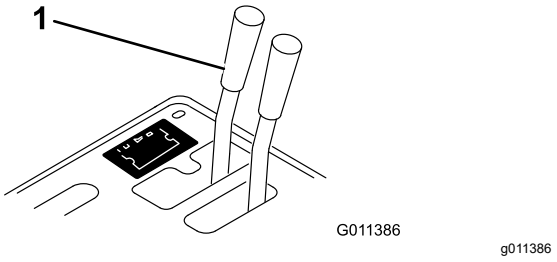

**Figur 15**
- Hvis Workman-kjøretøyet har serienummer 239999999 og før, sett den eksterne hydraulikkventilspaken (Figur 15) til svevestilling.